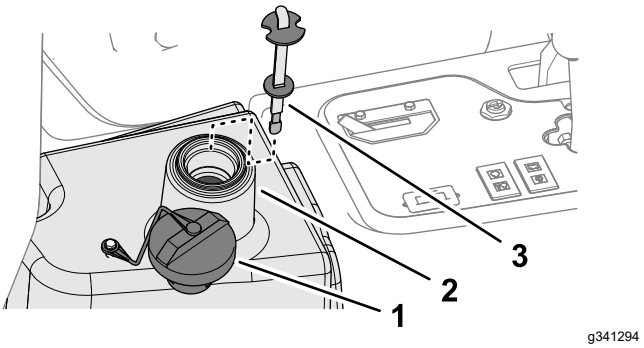

Figuur 91
2. Reinig de omgeving van de vulbuis en de dop van de hydraulische tank (Figuur 91) en verwijder de dop.